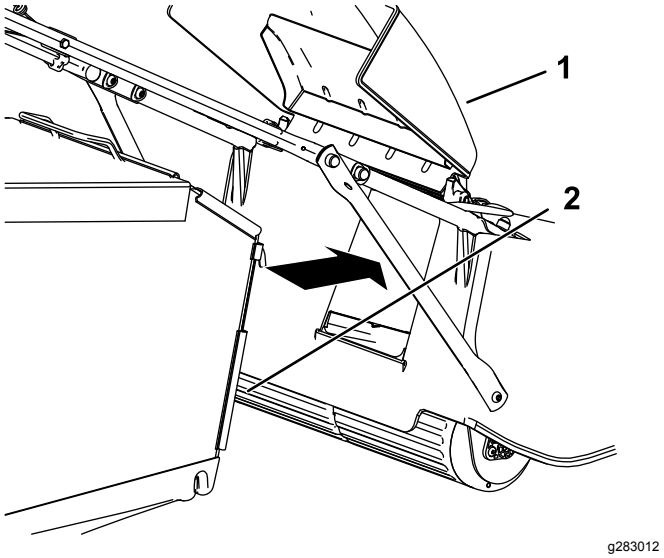

Figur 19
3. Sæt græsposen på plads (Figur 19).